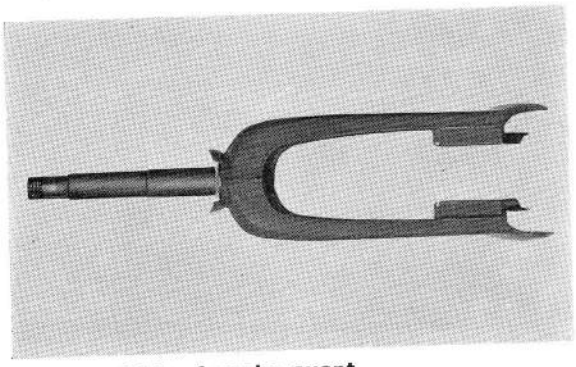

**Figure 4-13 : fourche avant**
5. Desserrer l'écrou supérieur du tube de cadre, extraire le roulement à billes supérieur et la fourche. (figure 4-13)